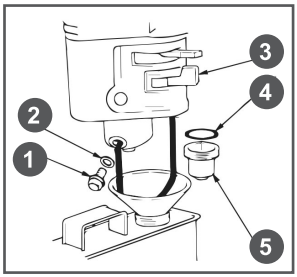

Рис. 23 Обслуживание фильтра-отстойника
3. Открутите сливной болт 1 и слейте топливо из карбюратора (Рис. 23).
5. Открутите стакан отстойника 5 и промойте его (Рис. 23).
1. Слейте топливо из топливного бака и карбюратора (Рис. 23).